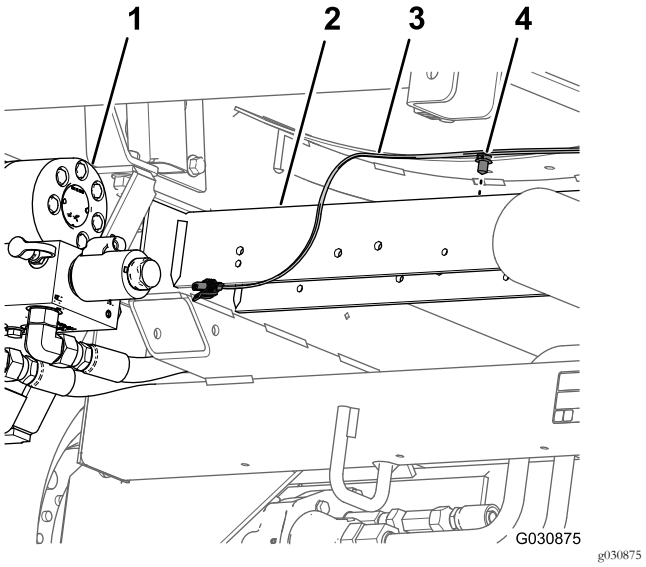

Figura 26
6. Retire la grapa que sujeta el arnés de cables trasero (Figura 26) a los orificios del tubo transversal trasero (por detrás de los motores de tracción hidráulica).